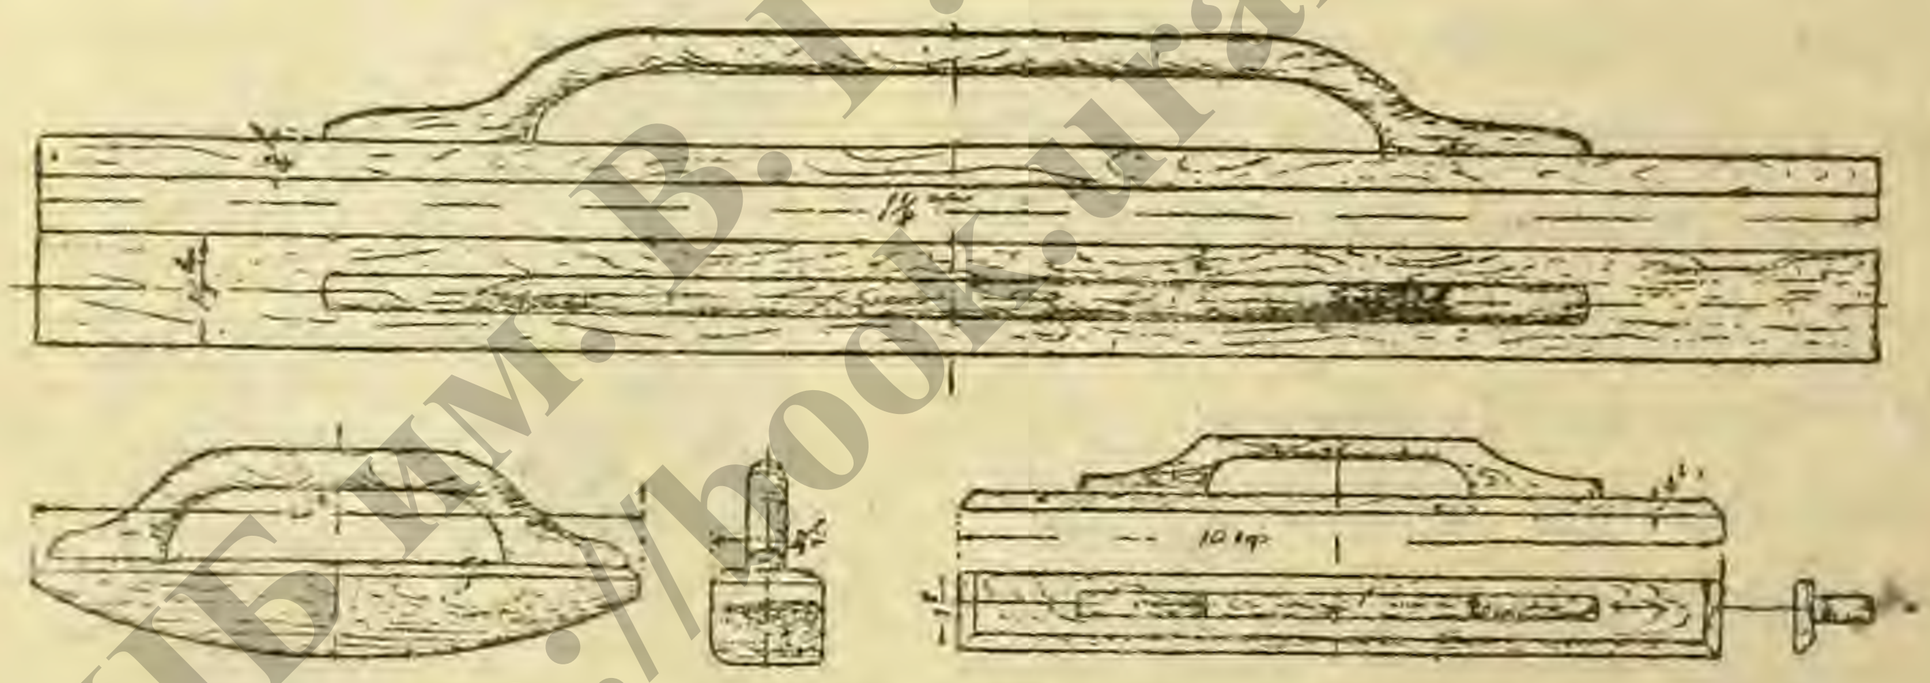

Рис. 831.
7) *линейка* (срезка) (рис. 830)—узкая трапецевидного сечения дощечка, с концов обшитая железом—ею срезывают излишний раствор при ручной выделке карнизов и наличников (в углах); 8) *терки* (рис. 831)—различных рисунков и размеров; длинная—для выравнивания штукатурки в углах и оконных просветах, мелкие—для ручной отделки карнизов, поясков, наличников, и закругленные—для сводов, арок и круглых частей карнизов; 9) *скребок* (рис. 832) для оскабливания старой